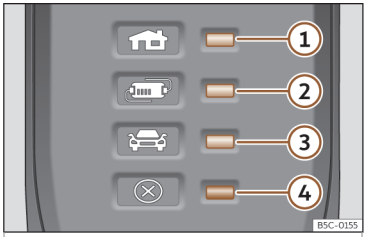

Fig. 200 En el cable de carga para tomas de corriente: Testigos de control en el dispositivo de protección.
››› **fig. 200**:
El dispositivo electrónico de protección ››› **fig. 200** hace que el conector de carga permanezca sin corriente hasta que se enchufa en la toma de carga del vehículo.
Uno o varios testigos de control››› **fig. 200** ①, ② o ③ se iluminan en verde.
Indicación ››› fig. 200	Significado
Si el testigo de advertencia ④ rojo parpadea o se enciende sin que se encienda a su vez de forma permanente un testigo de control ››› fig. 200 ①, ② o ③ el indicador de funcionamiento, hay una avería.